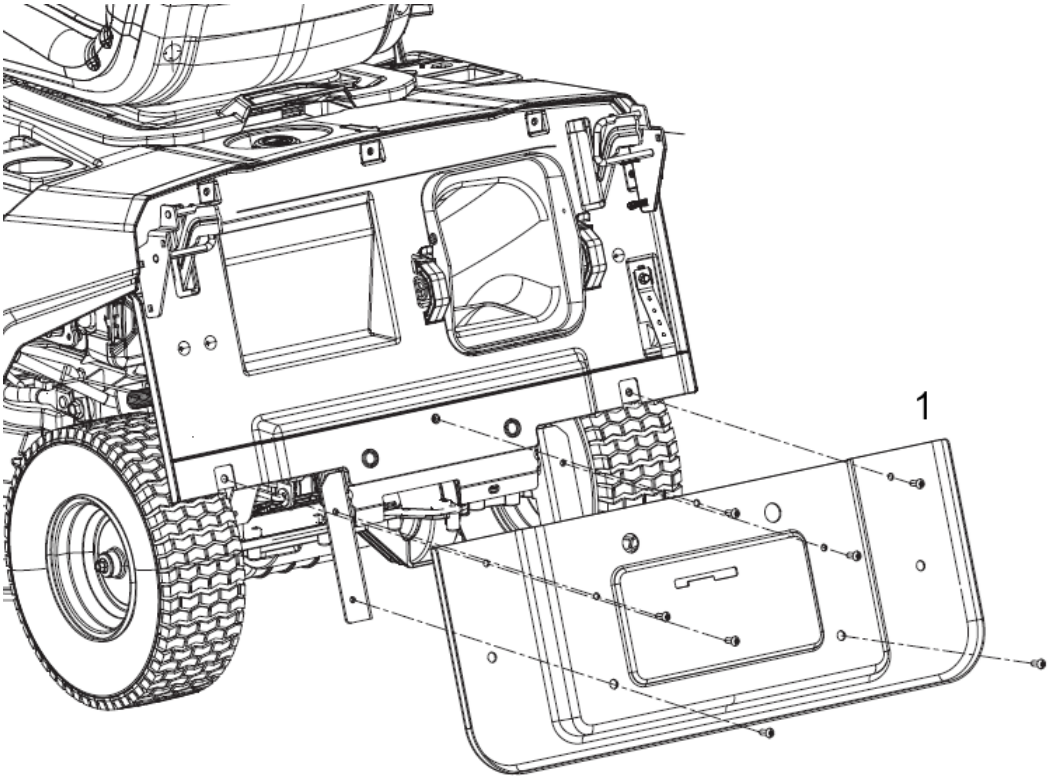

Rys. 6
2. Następnie postępuj zgodnie z instrukcją montaż (Rys. 6) płyty tylnej (Rys. 6, poz. 1). Pamiętaj o zabezpieczeniu jej wszystkimi śrubami.
1. Zamontuj przednią ramę (Rys. 6, poz. 1) na górnej ramie (Rys. 6, poz. 2), zabezpieczając każdą stronę łącznikami (Rys. 6, poz. 3. 2 szt.) z jednej i drugiej strony oraz zabezpiecz śrubami i nakrętkami.